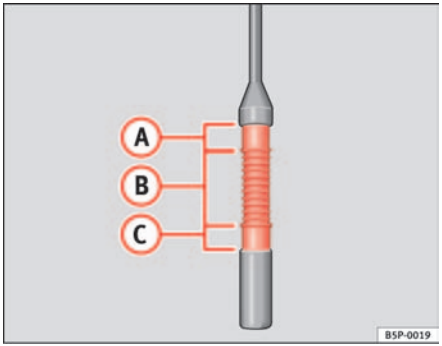

Fig. 120 Engine oil dipstick.
– Pull the dipstick out again and check the oil level ⇒ page 174, fig. 120.
If the oil level is in area ⇒ page 174, fig. 120 (A), do not top up with oil.